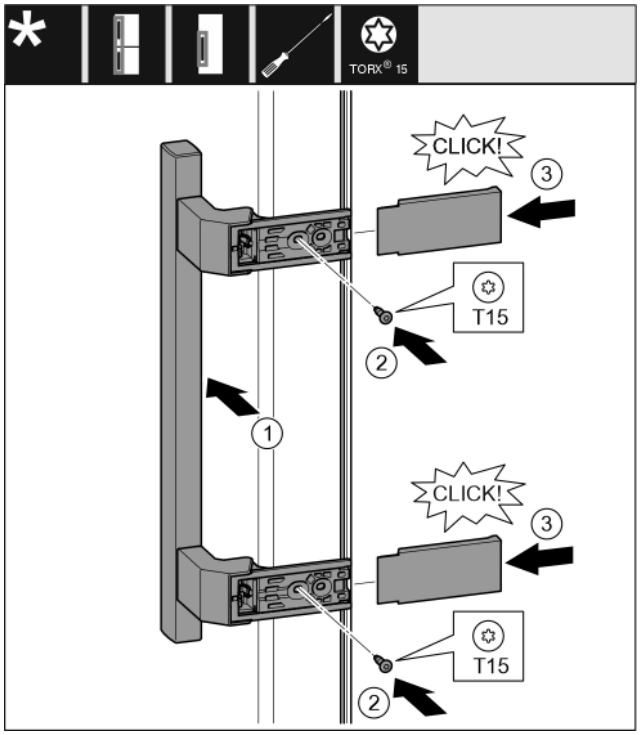

Fig. 15
- ▶ Attach the handle on the opposite side. *Fig. 15 (1)*
- ▶ Tighten screws with screwdriver T15. *Fig. 15 (2)*
- ▶ Place the covers on the side and push them on. *Fig. 15 (3)*